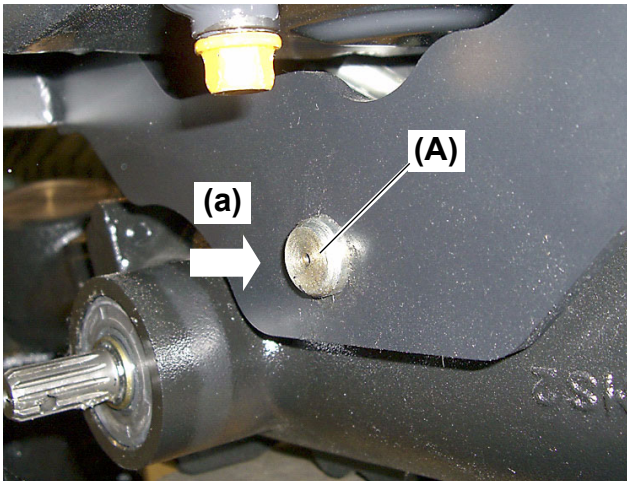

Fig. 2
2. To avoid falling of the front axle, support front axle with a hydraulic, wheeled jack. Once the center pin **(Fig. 2, (A))** has been removed, lower the axle to the ground and remove the front axle from under the tractor.
3. One (1) person should tap out the center pin **(Fig. 2, (A))** with an appropriate tool from the rear of the center of the front axle while another person supports the front axle.
●Note that the front axle may incline forward or backward after the center pin (Fig. 2, (A)) is tapped out.